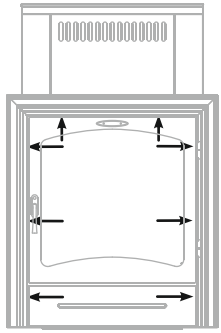

Рисунок 4. Места установки саморезов
1. открутить саморезы 8 шт., которыми прикрепляется дверца с рамкой к топливному каналу, и снять ее (см. рисунок 4);